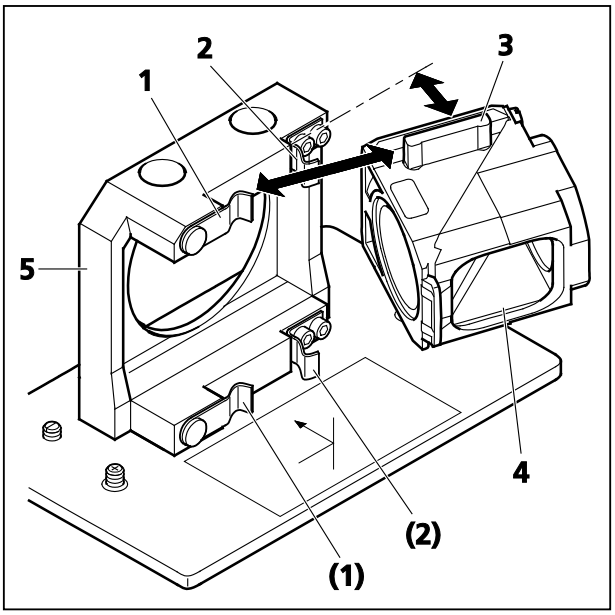

Fig. 18 Changing the filter module
- Disengage the filter module (Fig. 18/**4**) from the upper spring elements (Fig. 18/**2**) of the filter insert (Fig. 18/**5**) by tilting it forward, then lift it off the lower spring elements (Fig. 18/**1**) and remove the module.
- Insert the filter module (Fig. 18/**4**) with the aid of its mounting elements on its left and right (Fig. 18/**3**) into the lower spring clips (Fig. 18/**1**) on the filter insert.
- Press the filter module against the upper spring clips (Fig. 18/**2**) until it engages firmly.